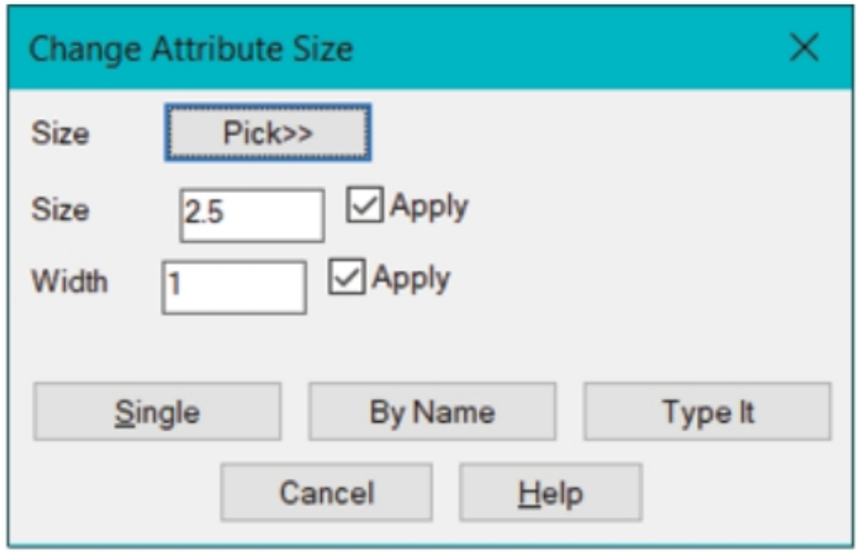

Figure-49. Change Attribute Size dialog box
- Click on the **Change Attribute Size** tool from the **Edit Attribute** drop-down in the **Edit Components** panel of the **Schematic** tab in the **Ribbon**. The **Change Attribute Size** dialog box will be displayed; refer to Figure-49.